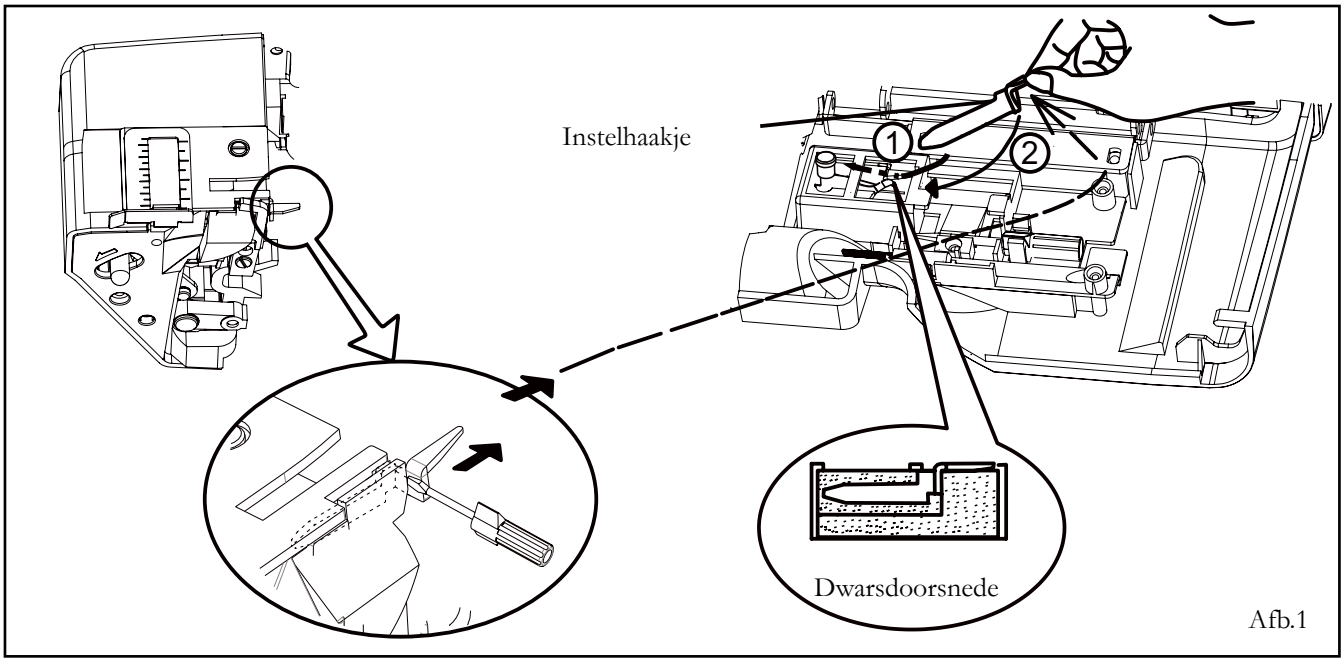

Afb.1
1. Trek de converter naar buiten zoals aangegeven op afb.1.
LET OP: Plaats het instelhaakje weer terug wanneer u klaar bent. Breng het diep aan, zoals te zien is op afb. 1. Nadat u het instelhaakje van de machine heeft verwijdert, brengt u het stevig aan in de houder op de binnenklep van de machine, zoals staat afgebeeld op afb. 1, of doet u het in de accessoirezak.
Precies goed — Afb.1